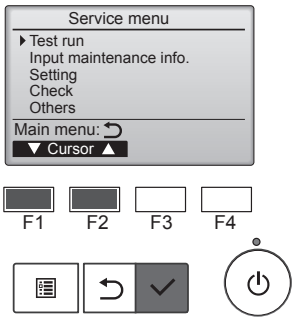

Fig. 7-3
③ С помощью кнопки F1 или F2 выберите пункт “Test run” (Тестовый прогон) и нажмите кнопку ☑. (Fig. 7-3)